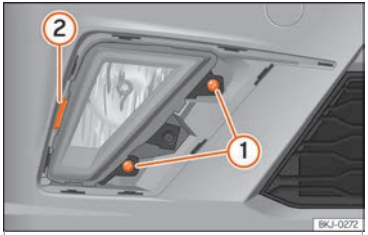

Fig. 57 Front fog light: remove the bulb holder
– Remove the two bolts ››› Fig. 57 (1) and lever the clip (2) to remove the front fog light.